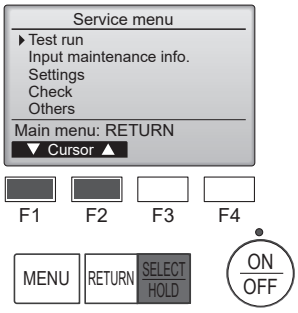

Fig. 7-1
① Select "Test run" from the Service menu, and press the [SELECT/HOLD] button. (Fig. 7-1)